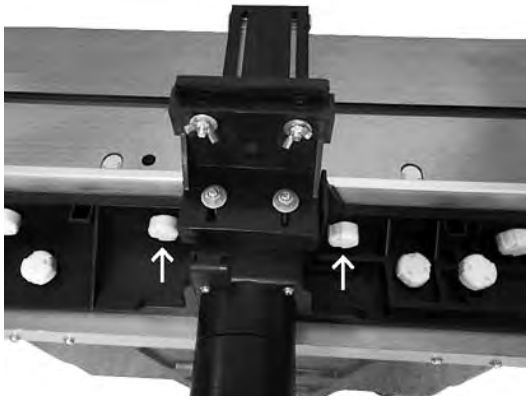

Fig. 10: Installing the spindle fence
Step 3: Adjust the router fence to the desired position and tighten the plastic head nuts (Fig. 10).